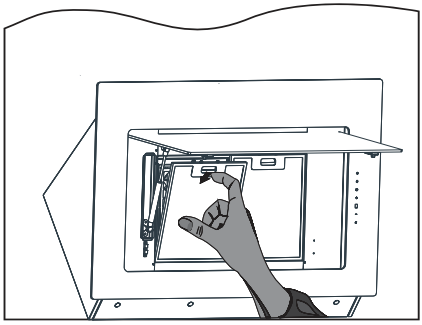

Abb.10: Metallfettfilter entnehmen, bzw. einsetzen
- Griffleiste des Metallfettfilters nach unten drücken (⇨ Abb. 10).
- Zum Wiedereinsetzen den trockenen Metallfettfilter unten mit den Laschen einsetzen, Griffleiste drücken, Filter nach hinten in den Rahmen einsetzen und Griffleiste loslassen, damit der Filter in den Rahmen einrastet (⇨ Abb. 10).